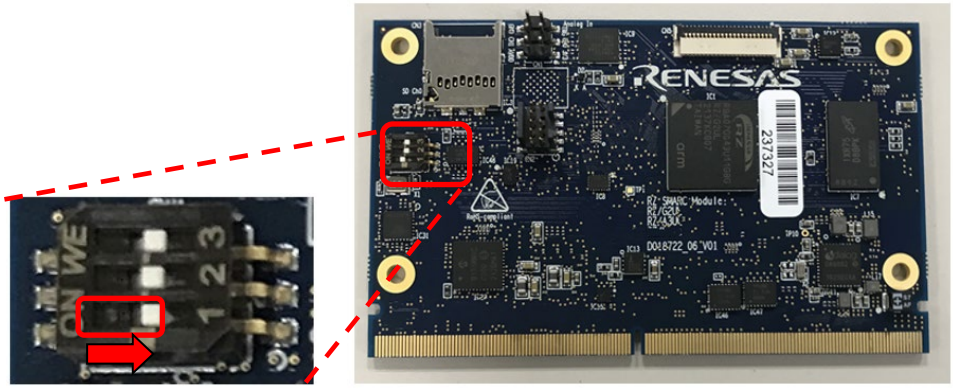

**Figure 8.13 SW1 setting**
5. Set SW1-1 as shown in Figure 8.13 to enable connectivity with the debugger.